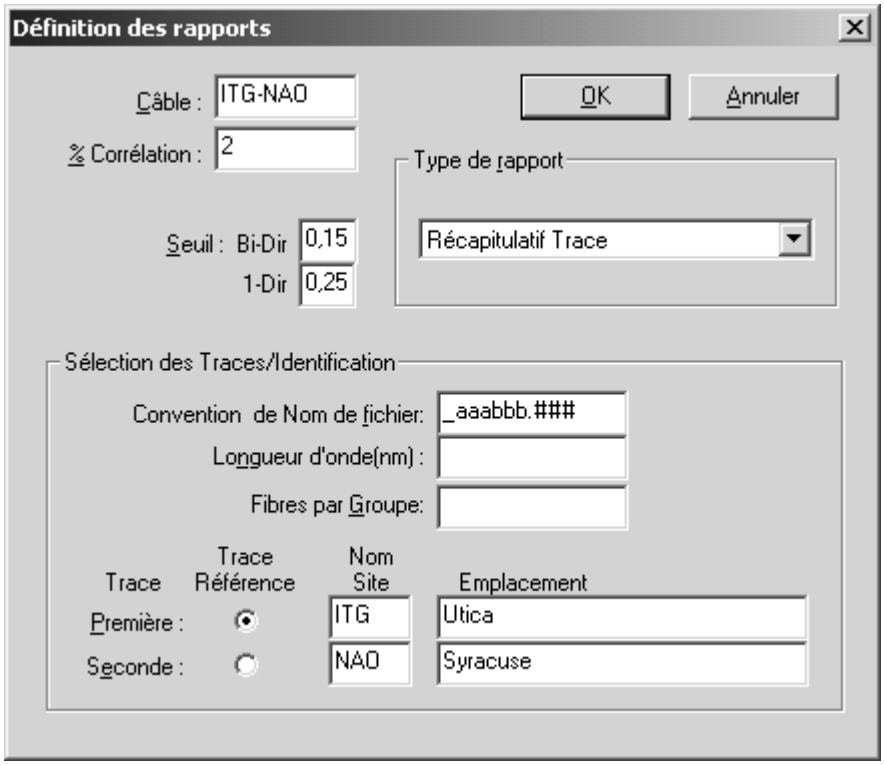

Figure 11-6: Boîte de dialogue Définition des rapports
4. Configurer la boîte de dialogue Définition de rapports comme indiqué dans la Figure 11-6.
4. En utilisant dans la boîte de dialogue Définition des rapports les mêmes paramètres que ceux qui figurent dans la Figure 11-6, sélectionner le Rapport d'Atténuation d'Epissure Bidir.
5. En utilisant dans la boîte de dialogue Définition des rapports les paramètres figurant dans la Figure 11-6, sélectionner le Rapport de Synthèse d'Atténuation d'Epissure Bidir.
5. En utilisant dans la boîte de dialogue Définition des rapports les mêmes paramètres que ceux qui figurent dans la Figure 11-6, sélectionner le Rapport de Synthèse d'Atténuation d'Epissure Unidir.
4. En utilisant dans la boîte de dialogue Définition des rapports les même paramètres que ceux qui figurent dans la Figure 11-6, sélectionner le Rapport d'Acceptation des fibres.